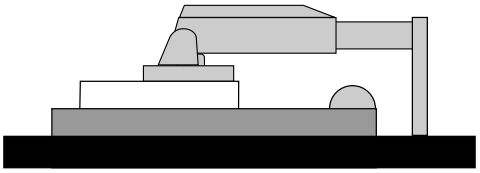

Figure S.1
3. Placez le moniteur face vers le bas sur une surface non abrasive (**Figure S.1**).